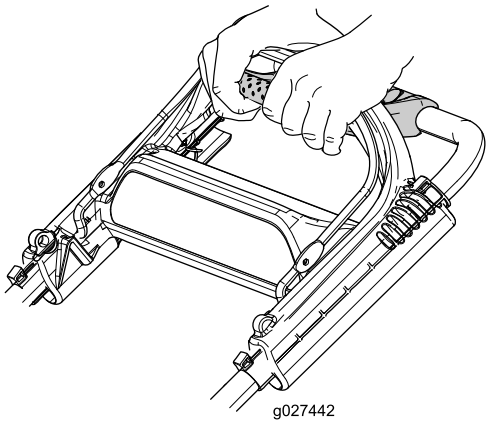

Bild 21
1. Strecken Sie die Fingerspitzen aus und fassen Sie die Ecken des Antischlupfregelungsgriffs an (Bild 21).